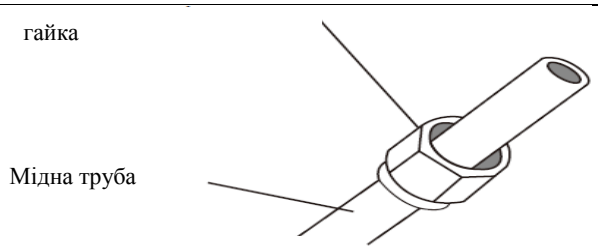

Рис. 5.3
3. Встановіть гайки на обох кінцях труби. Переконайтеся, що вони знаходяться у правильному напрямку, тому що ви не можете сполучити або змінити їх напрям після розширення. Див. Рис. 5.3.